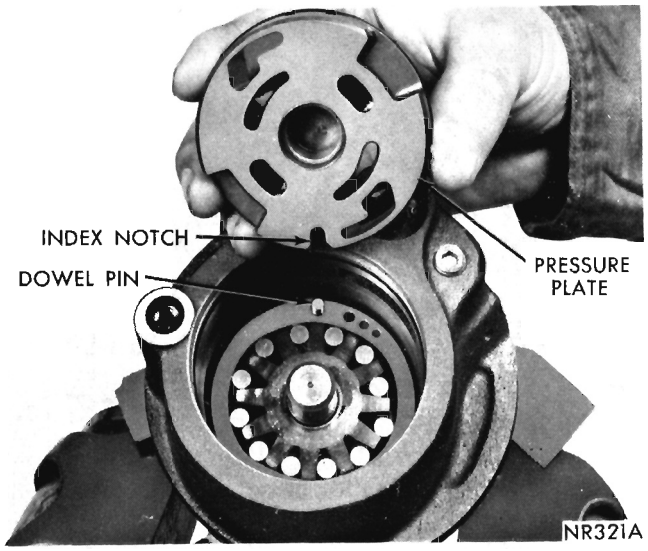

Fig. 32—Installing Pressure Plate
(11) Install new "O" ring on pressure plate, lubricate with power steering fluid and carefully position in pump bore. Before seating plate in pump bore, align index notch in plate with dowel pin and oil passage slot in plate with number drill. Seat plate on cam ring using a clean 1-1/8 inch socket and plastic hammer (Fig. 32 and 33). Remove drill. Inspect pressure plate at both oil passage slots to insure that plate is squarely seated on cam ring end face.
(12) Place large coil spring over raised portion of installed pressure plate.